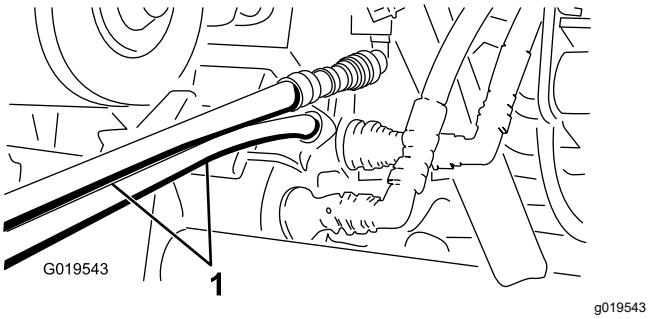

Figur 76
5. På den anden maskine: Forbind de to slanger med koblingen, der stadig sidder i koblingsholderen (forbind topslangen med topkoblingen og bundslangen med bundkoblingen) (Figur 76).